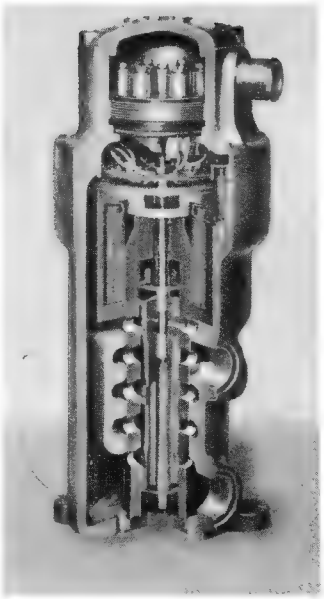
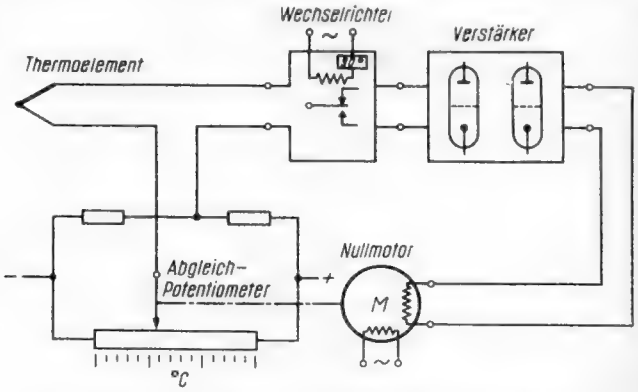

Bild 3. Tauchspulenregler der AEG (Bauart EMG), Typ TR 1
Bild 7. Schaltbild des elektronischen Kompensographen der Siemens & Halske AG
Die Verminderung des Stromes entsprechend der Ersatzschaltung Bild 5 beträgt nur 0,45 mA gegenüber dem Anodenruhestrom von 9,7 mA. Es sei besonders betont, daß diese Größe des Stromes nicht im Kennliniendiagramm von *Bild 7* erscheint, denn die Röhre V 1 ist zur Zeit t_1 gesperrt.
Dieses Potential finden wir in Bild 7 eingetragen.
Im Zeitwert t_2 steigt die Gitterspannung der Röhre V 1 — die Rechtecksteuerspannung — von negativen Werten aus an und überschreitet die Verschiebespannung — U_v oder — U_{g1}. In diesem Zeitpunkt wird die Röhre V 1 leitend. Die Anodenspannung der Röhre V 1 nimmt mit zunehmendem Anodenstrom ab und erreicht die Anodenruhespannung U_{a1} entsprechend Bild 7. Das zugehörige Ersatzschaltbild ersieht man aus Bild 5 B.
Der Wert der negativen Spannung über den Gitterableitwiderstand R_g ist in Bild 3 D eingetragen.
Der Aussteuervorgang der gesamten Schaltung ist in dem Anodenstrom-Anodenspannungskennlinienfeld Bild 7 nochmals übersichtlich zusammengestellt. Mit den Bezeichnungen aus Gleichung (8) und Gleichung (16), d. h. mit dem gegebenen Widerstandswert für die Kondensatorentladung von 300 V bis zur Anodenruhespannung von 106 V erhält die Entladezeitkonstante den folgenden Wert:
Bild 7. Das vollständige U_a-I_a-Kennlinienfeld der Röhre ECC 40 mit eingezeichneten Gitterspannungen, Anodenspannungen und Anodenströmen für einen Anodenbetriebswiderstand von 20 kΩ
Die Schwingungskurven nach Bild 3 sind Bild 7 entnommen. Die Schwingungen A, B und C stellen die Steuerspannung, die Anodenspannung und den Anodenstrom dar. Die untere Schwingungsform (Bild 3 D) ist jedoch die Gittervorspannung der Röhrenstufe V 2. Der positive Differenzierimpuls ist wesentlich kleiner als der negative Impuls. Im positiven Aussteuerbereich der Röhre V 2 wird der Gitterkreis vorwiegend durch den Widerstand $X_k = \frac{1}{\omega C_{gk}}$ der Gitter-Katodenstrecke bestimmt, der in der Größenordnung von etwa 1 kΩ liegt.
Der neue AEG-Tauchspulenregler (Bauart EMG; *Bild 3)* dient zur Betätigung hydraulischer Verstellgeräte hoher Leistung mit geringem elektrischem Leistungsaufwand. Die elektrischen Steuerwicklungen beeinflussen ein Steuerkölbchen, das praktisch verzögerungsfrei den Ölstrom für einen Folgekolben freigibt, der seinerseits den Ölfluß für den angeschlossenen Hydraulikmotor oder ein mechanisches Verstellglied steuert. Die Art der Konstruktion gewährleistet sehr kleine Verstellzeiten und hohe Genauigkeit. Bei einem mit diesem Tauchspulenregler ausgerüsteten Kopierregelkreis einer Werkzeugmaschine werden beispielsweise bereits Auslenkungen des elektrischen Fühlers von wenigen Tausendstel Millimetern in eine proportionale Drehzahl des den Support bewegenden Hydraulikmotors umgewandelt.
Der elektronische Kompensograph von SIEMENS & HALSKE ist dagegen ein Sechsfarbenschreiber, an den bis zu zwölf Meßstellen angeschlossen werden können und dessen Wirkungsweise *(Bild 7)* etwa folgende ist: Entspricht die vom selbsttätigen Meßstellenumschalter angelegte Meßspannung nicht der augenblicklichen Abgleichstellung der Brückenschaltung, die von einer Konstantspannungsquelle mit Gleichstrom versorgt wird, so tritt in der Brückendiagonale eine Differenzgleichspannung auf. Diese wird durch einen Wechselrichter in eine rechteckförmige Wechselspannung mit der Grundschwingung 50 Hz umgeformt. Die Wechselspannung wird hoch verstärkt und wirkt dann auf die Steuerwicklung eines Nullmotors ein, dessen Netzwicklung an eine Hilfsspannung angeschlossen ist. Der Motor bewegt je nach der Polarität der Differenzgleichspannung den Potentiometerabgriff nach links oder rechts, bis keine Differenzgleichspannung mehr entsteht.